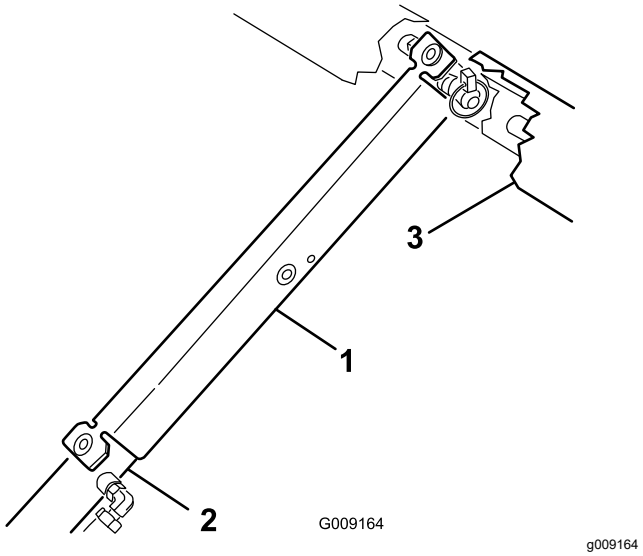

**Figuur 32**
3. Druk de laadbakbeveiliging op de cilinderstang, waarbij u ervoor moet zorgen dat de beide uiteinden van de laadbakbeveiliging rusten op het uiteinde van de cilinderbus en het uiteinde van de cilinderstang (Figuur 32).